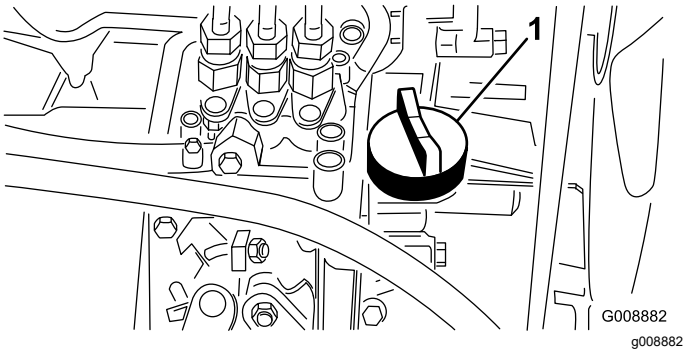

**Figur 49**
4. Om oljenivån är låg tar du bort oljepåfyllningslocket (Figur 49) och tillsätter gradvis små mängder olja samtidigt som du kontrollerar nivån, tills nivån når märket FULL på oljestickan.